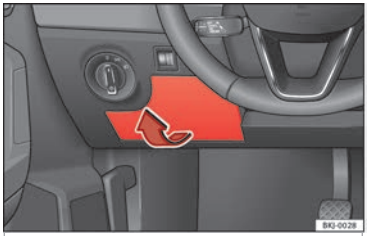

Fig. 58 On the driver-side dash panel: fuse box cover.
- Opening: remove the fuse box cover in the direction of the arrow ››› **Fig. 58**.